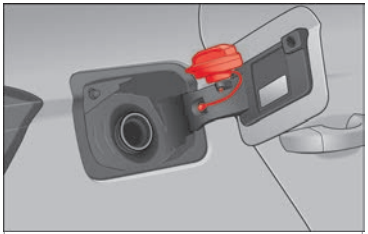

Fig. 64 Fuel tank flap with tank cap attached.
- Place it in the space on the hinge of the open flap ››› Fig. 64.